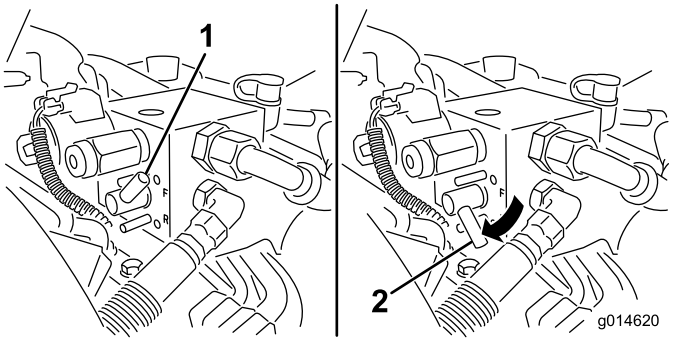

**Figur 52**
5. Drej baglapningsgrebet til tilbagepositionen (R) (Figur 52).